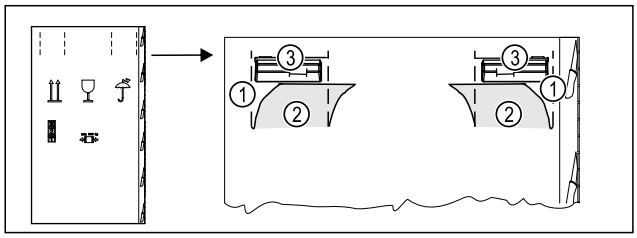

Fig. 5
- ▶ Paina pakkauspahvi ylhäällä rei'itykseen *Fig. 5 (1)*.
- ▶ Vedä sisään painetut kielekkeet *Fig. 5 (2)* ulos.
- ▷ Kantokahva *Fig. 5 (3)* on näkyvissä oikealla ja vasemmalla.
- ▶ Pitele laitetta kantokahvoista *Fig. 5 (3)*.